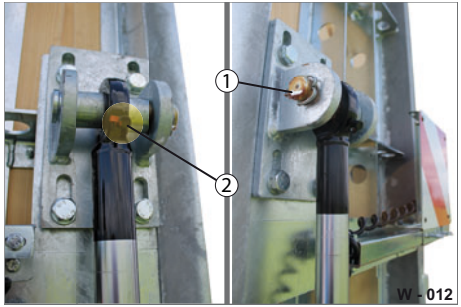

Abb. 17 Obere Lagerstelle Auffahrrampen, Hydraulikzylinder
- ▶ Schmieren Sie mit einer Fettpresse die Lagerung am Schmiernippel (Abb. 17/2) bis zum Fettaustritt ab.
- ▶ Fetten Sie den Bolzen (Abb. 17/1) mit Maschinenfett ein.